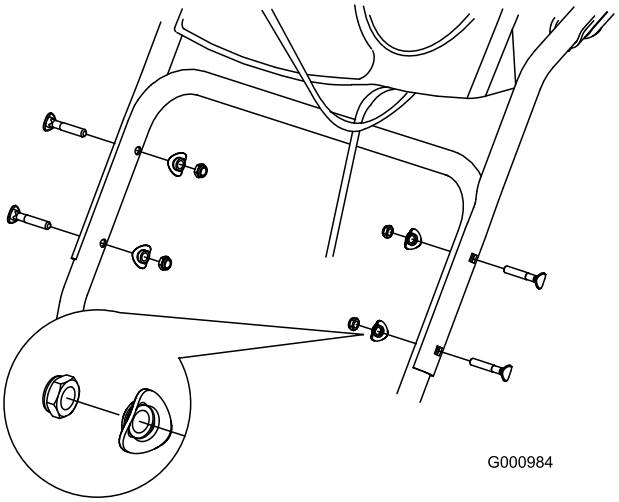

Рисунок 3
1. Поднимите и поверните верхнюю рукоятку, поставив ее над нижней рукояткой (Рисунок 3).
2. Установите два болта рукоятки, две изогнутые прижимные шайбы и две контргайки в нижние отверстия рукоятки (Рисунок 3).